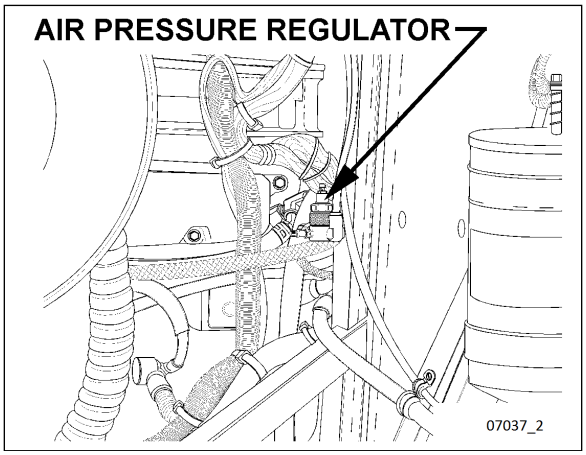

FIGURE 14: AIR PRESSURE REGULATOR (TYPICAL)
24. Adjust the retarder pressure to 80 ± 3 psi with the air pressure regulator. For more information refer to Section 12, *"BRAKE AND AIR SYSTEM"*, under heading *"AIR PRESSURE REGULATOR".* The air pressure regulator is located at back of engine compartment, on R.H. side (Figure 14) or in the R.H. side rear service compartment.